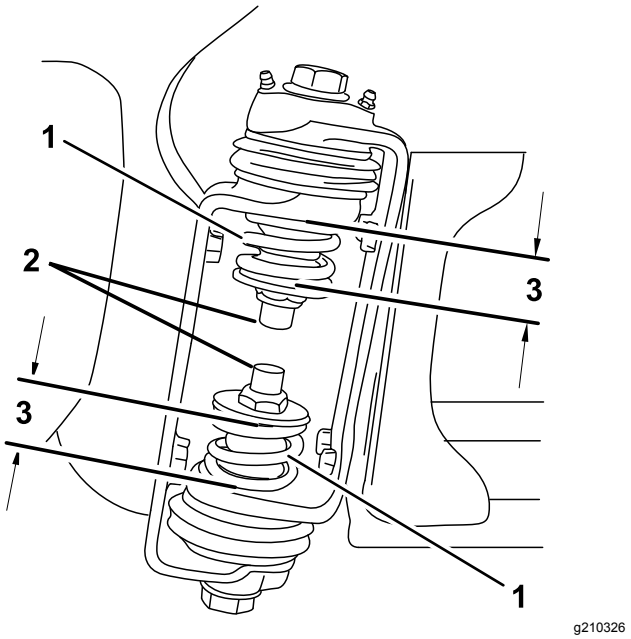

Figur 49
3. Ved bomhengselen bør du måle kompresjonen til øvre og nedre fjær mens bommene er i utstrakt posisjon (Figur 49).